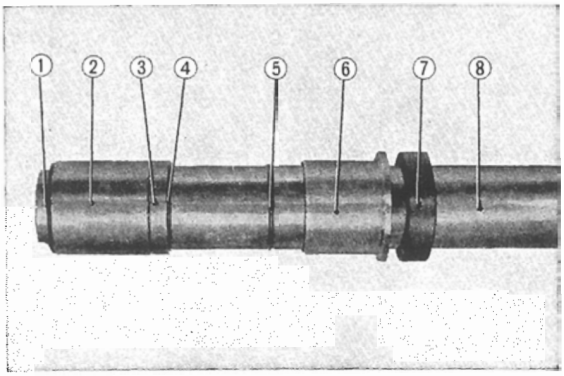

Fig. 4.22 Assembling component parts
2. Assemble the individual components into the front fork pipe assembly. **(Fig. 4.22)**